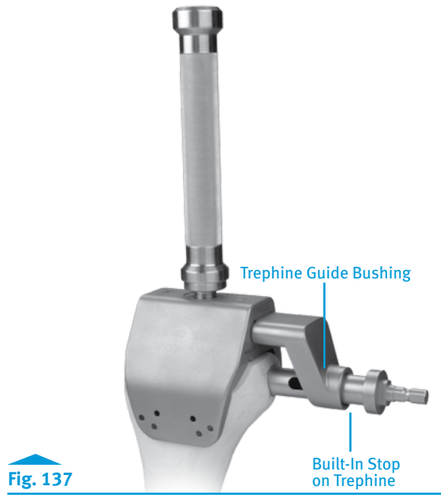

Fig. 137
- Attach the Trephine to a drill/driver, and drill an access hole through the guide bushing and into the medial side of the femur **(Fig. 137)**.